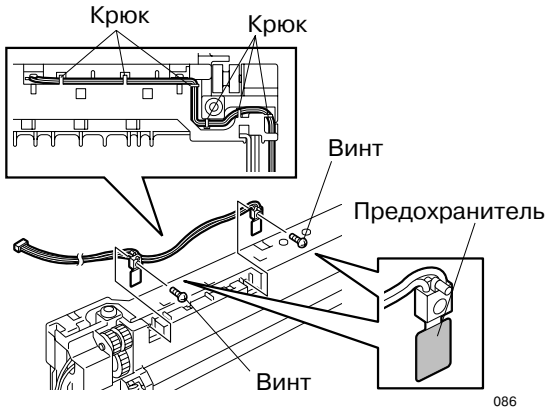

Рис. 14-7-2
4. Снимите предохранитель термоустройства. (См.Рис. 14-7-2)